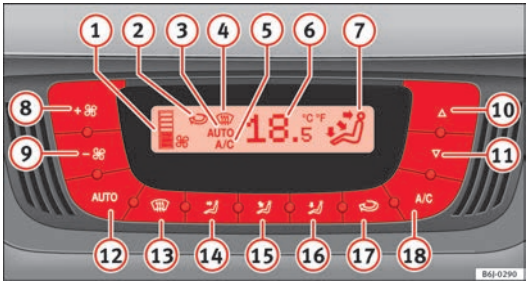

Fig. 104 Climatronic controls on the dash panel
– Press keys (10) and (11) ⇒ Fig. 104 to adjust temperature.
(1) Blower level indicator.
(2) Air recirculation display:
(3) Display **AUTO** (Automatic operation)
(4) Demisting indicator
(5) AC indicator (Cooling connected)
(6) Interior temperature indicator selected
(7) Air flow direction indicator
(8) Fan speed increase
(9) Fan speed decrease
– Press the AUTO button. The indication ⇒ Fig. 104 3 is displayed.
– Press keys 10 and 11 ⇒ Fig. 104 to adjust the desired temperature inside the vehicle. We recommend 22 °C (72 °F).
– Press one of the buttons ⇒ Fig. 104 14 to 16 or press the blower control 8 and 9 down. The indicator is switched off 3.
The blower can be adjusted with buttons 8 and 9 ⇒ Fig. 104. If the blower is off (level 1 is not shown on the screen) and button 9 is pressed after 1 second, the Climatronic switches off.
– Press the button to switch air recirculation mode on or off. This is ON if the symbol ⇒ Fig. 104 is displayed on the screen.